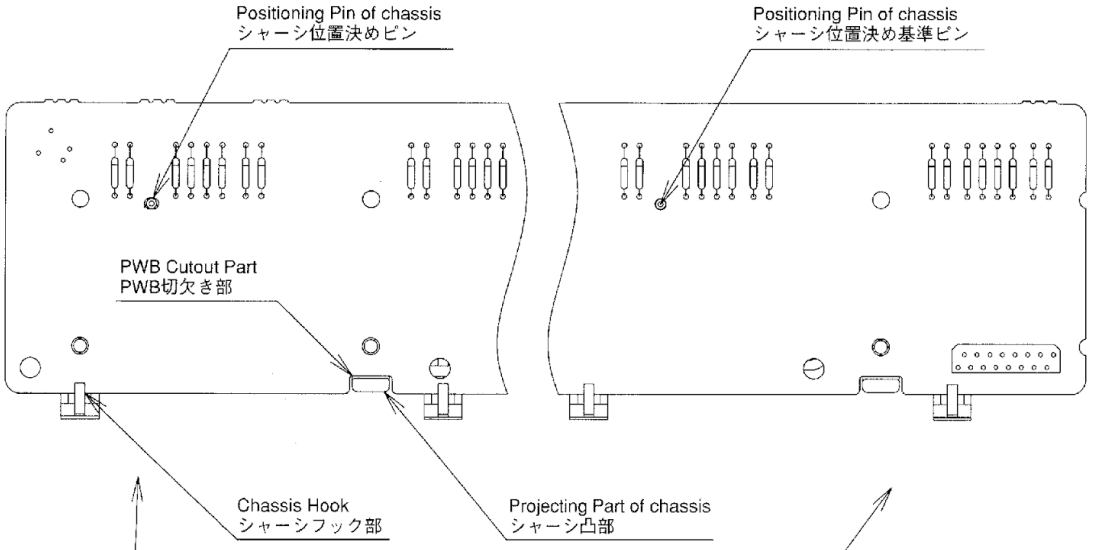
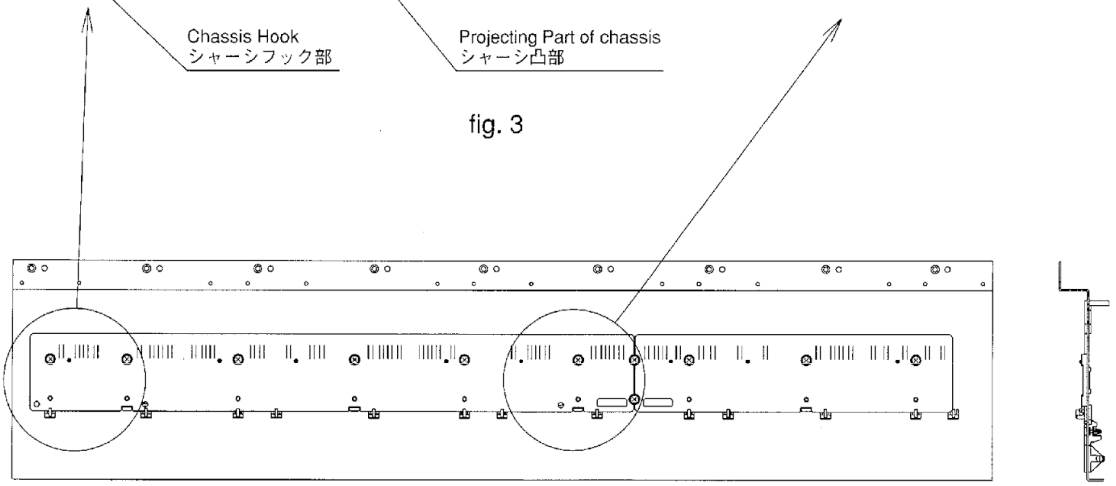

fig. 3
fig. 4
2) Align the notch of the LOW PCB with the protrusion from the chassis and then fit the PCB into the chassis hook until all the chassis reference positioning pins (located closest to the connector in fig. 4) fit into the PCB reference holes (fig. 3). There are two boards; LOW and HI as shown in fig.4. The chassis reference positioning pins are located close to both the LOW and HI PCB connectors. Engage all pins with the holes. Repeat the above steps for the HI PCB.
2) 次に、PWBの切り欠き部とシャーシの凸部を目印としてシャーシフック部にPWB端面を挟み込み、シャーシ位置決めピンにPWBの位置決め穴がはまるようにPWBを固定します（fig. 3参照）。このとき、シャーシ位置決め基準ピンを最初に合わせるようにして下さい。PWBは、fig. 4のようにLOW、HIの２枚で構成されており、シャーシ位置決め基準ピンはLOW、HIともにコネクター付近に配置されています。